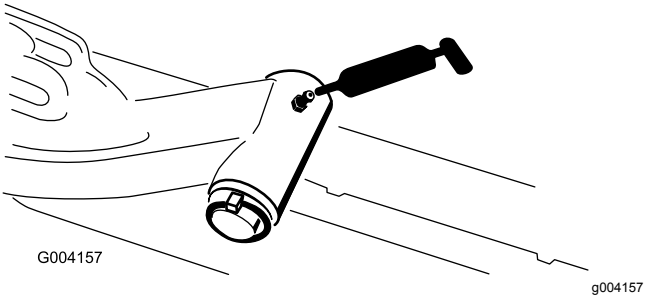

Figuur 39
- Draaias van hefarm (1 elk) (Figuur 39)